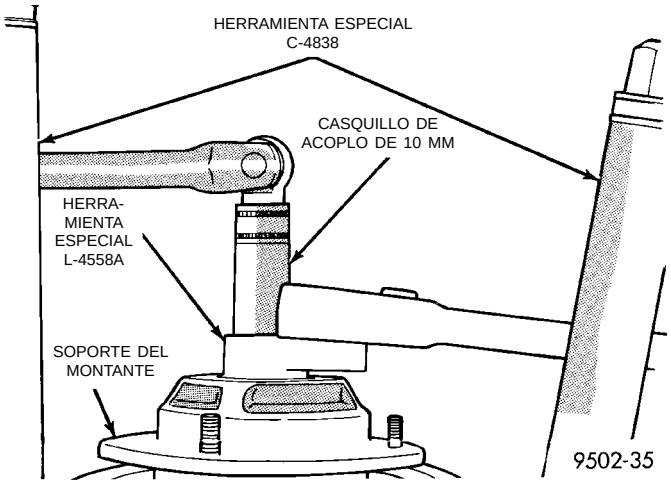

Fig. 61 Herramientas de desmontaje de la tuerca de retén del eje del montante
(4) Instale el Casquillo de acoplo, la Tuerca de montante, Herramienta especial L-4558A (o L-4558) en la tuerca de retén del eje del montante (Fig. 61). Después instale un casquillo de acoplo de 10 mm (0,39 pulg.) en el hexágono del eje del amortiguador del montante (Fig. 61). Mientras inmoviliza el eje del montante para impedir que gire, retire la tuerca de retención del eje del montante.
(7) Instale el Casquillo de acoplo, la Tuerca de montante, Herramienta especial L-4558A (o L-4558) en la tuerca de retén del eje del montante (Fig. 61). Instale luego un casquillo de acoplo de 10 mm (0,39 pulg.) a través del centro y en el hexágono del eje del montante (Fig. 61). Mientras sostiene el eje del montante para evitar que gire, apriete la tuerca de retén del eje del montante con una torsión de 75 N·m (55 lbs. pie).
(8) Afloje del mismo modo ambos Compresores de muelle, Herramienta especial C-4838 hasta que la vuelta superior del muelle calce completamente contra el asiento superior del muelle. Afloje entonces toda la tensión de los compresores de muelle y retírelos del muelle del conjunto del montante.